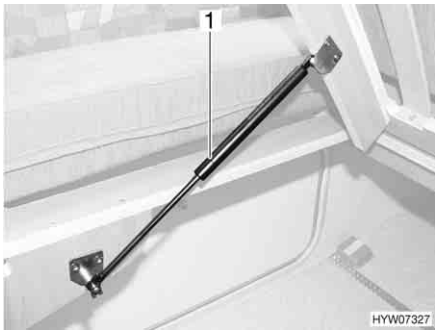

Fig. 74 Fixed bed
- Lift slatted frame. The gas-pressure springs (Fig. 74,1) hold the slatted frame open.